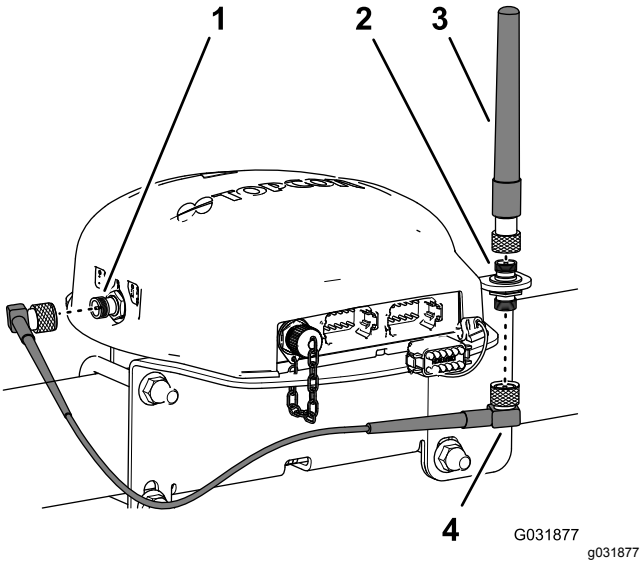

Figur 154
3. Monter RTK-antennen på koaksialkoblingens øvre fitting, og stram antennens riflede møtrik med håndkraft (Figur 154).
4. Sæt løst antennekablet på koaksialkoblingens nederste fitting (Figur 154).
5. Før kablet bagom navigationsmodtageren til koaksialkonnektoren på CDMA- eller GSM-mobilmodemmet (Figur 154).
6. Sæt antennekablet i koaksialkonnektoren på CDMA- eller GSM-mobilmodemmet (Figur 154).